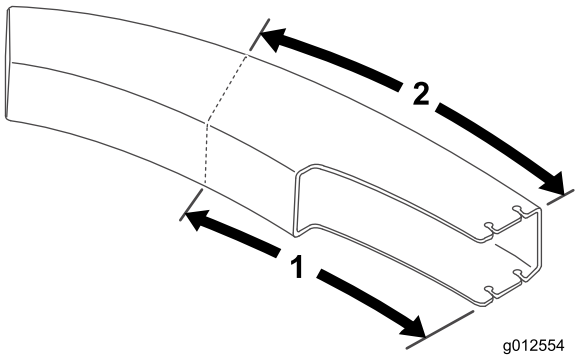

Figure 26
1. Using the dimensions shown in Figure 26, use a tape measure and mark the chute.